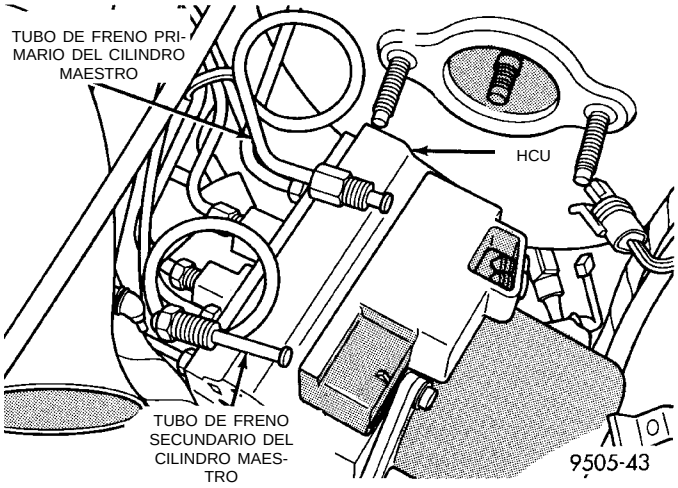

Fig. 16 Tubos de freno primario y secundario del cilindro maestro a la HCU
(8) Retire los tubos de freno primario y secundario del cilindro maestro (Fig. 16) de la HCU.
(8) Instale los tubos de freno primario y secundario (Fig. 16) del cilindro maestro sobre la HCU. **Apriete las tuercas de los tubos únicamente con la mano.**